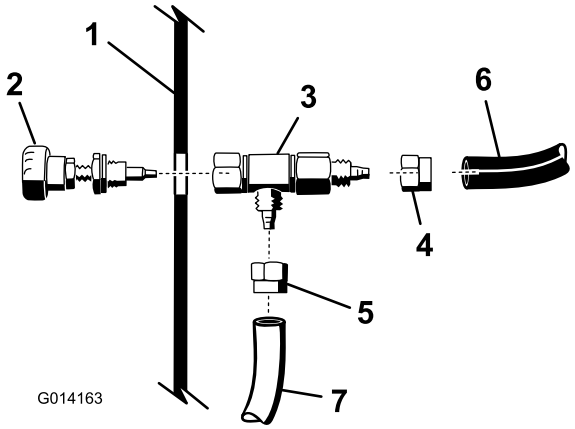

Figuur 20
5. Draai de moer los waarmee de knop is bevestigd aan de T-fitting, zoals in Figuur 20.
6. Sluit de blauwe en witte buis van de schuimslang onder het dashboard aan op de behuizing van de regelklep, zoals afgebeeld op Figuur 20.